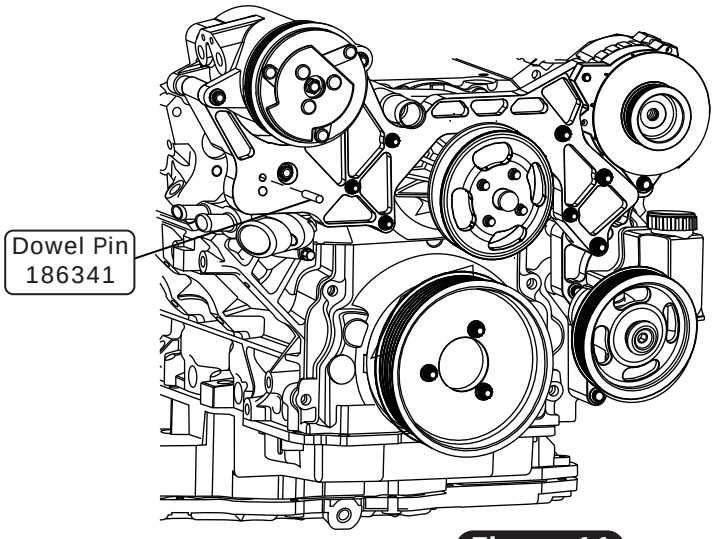

Figure 11
1. Install the .250” x 1.00” SS dowel pin into the main bracket assembly as shown in Figure 11, below. **NOTE: The dowel pin is a press fit. Use a hammer to carefully tap the dowel pin into the locating hole.**